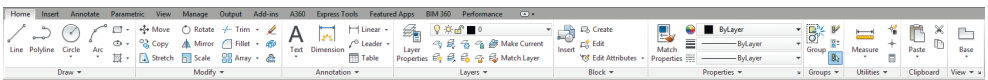

Рис. 2.7. Лента в рабочем пространстве для двухмерного моделирования
В отличие от предыдущих версий, AutoCAD 2016 не предлагает классического интерфейса. Все инструменты расположены на лентах (рис. 2.7). Содержимое лент зависит от выбранного рабочего пространства.
- **Drafting & Annotation** – двухмерное моделирование (см. рис. 2.7);